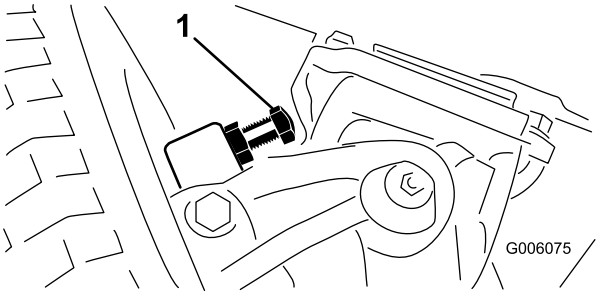

Figuur 72
1. Draai de bouten in of uit totdat de afstand 2,3 mm bedraagt (Figuur 72).